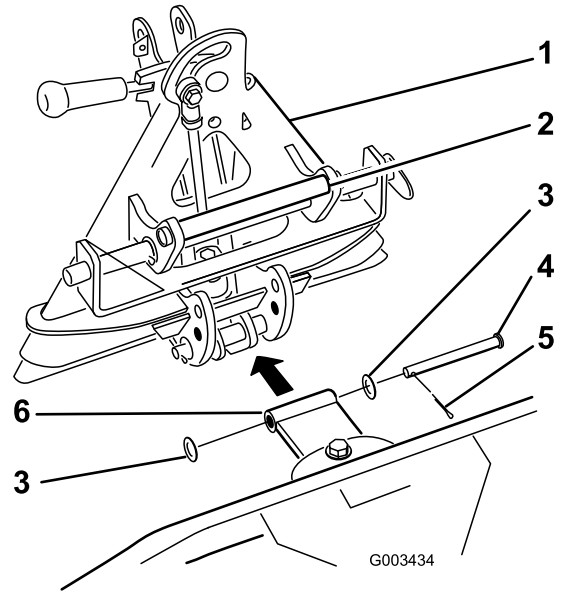

図 14
3. クレビス･ピン（1/2 x 4-1/2 in）、ワッシャ2枚（0.531 x 1.063）、コッター・ピンを使って、図 14のように、ストレート･ピボット･ブラケットをアダプタに接続する。
アタッチメント・アダプタを動かす時には、必ずアダプタの後部についているハンドルを使うこと（図 14）。